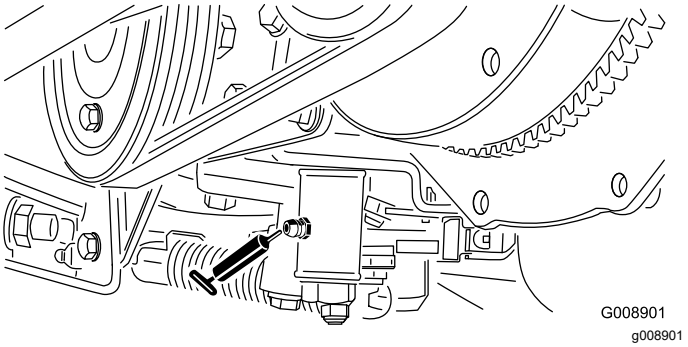

Figuur 52
- Afstelmechanisme neutraalstand (Figuur 52)